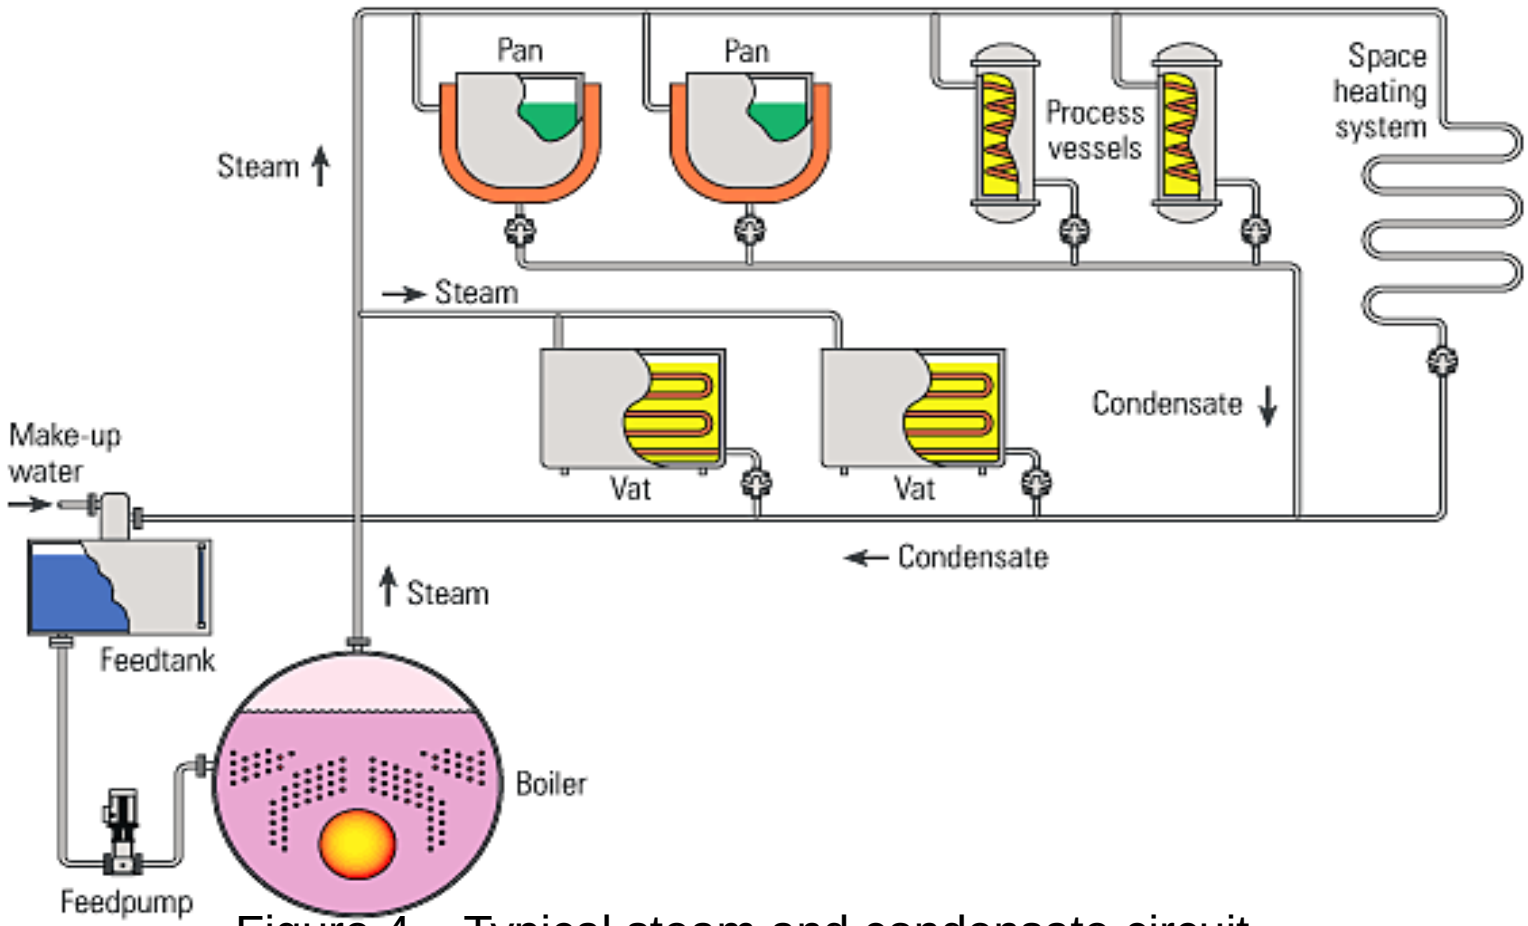

Figure 4 – Typical steam and condensate circuit
- Figure 4 shows a simple steam and condensate circuit, with condensate returning to boiler feedtank